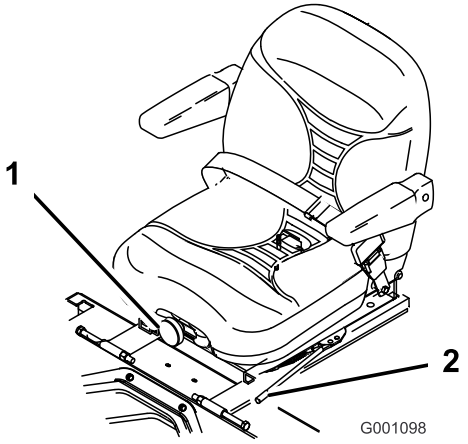

Figuur 19
1. Om de bestuurdersstoel in te stellen, moet u de instelhendel zijwaarts bewegen. Hiermee ontgrendelt u de stoel (Figuur 19).
Om de stoel te verstellen, draait u de knop in een van beide richtingen om de meest comfortabele positie te verkrijgen (Figuur 19).